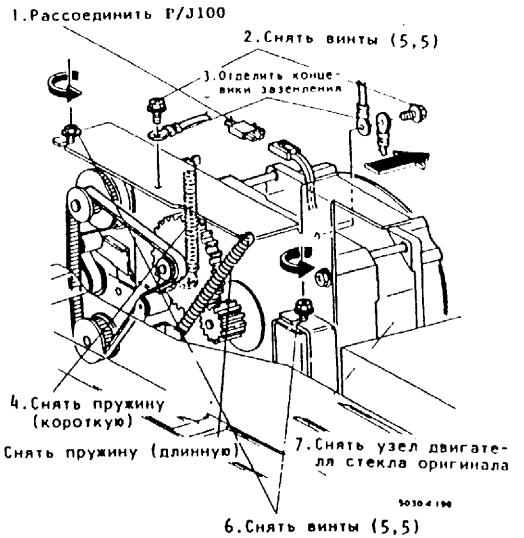

Рис.2. Снятие узла двигателя привода стекла оригинала
5. (Рис.2): Снять узел двигателя привода стекла оригинала.